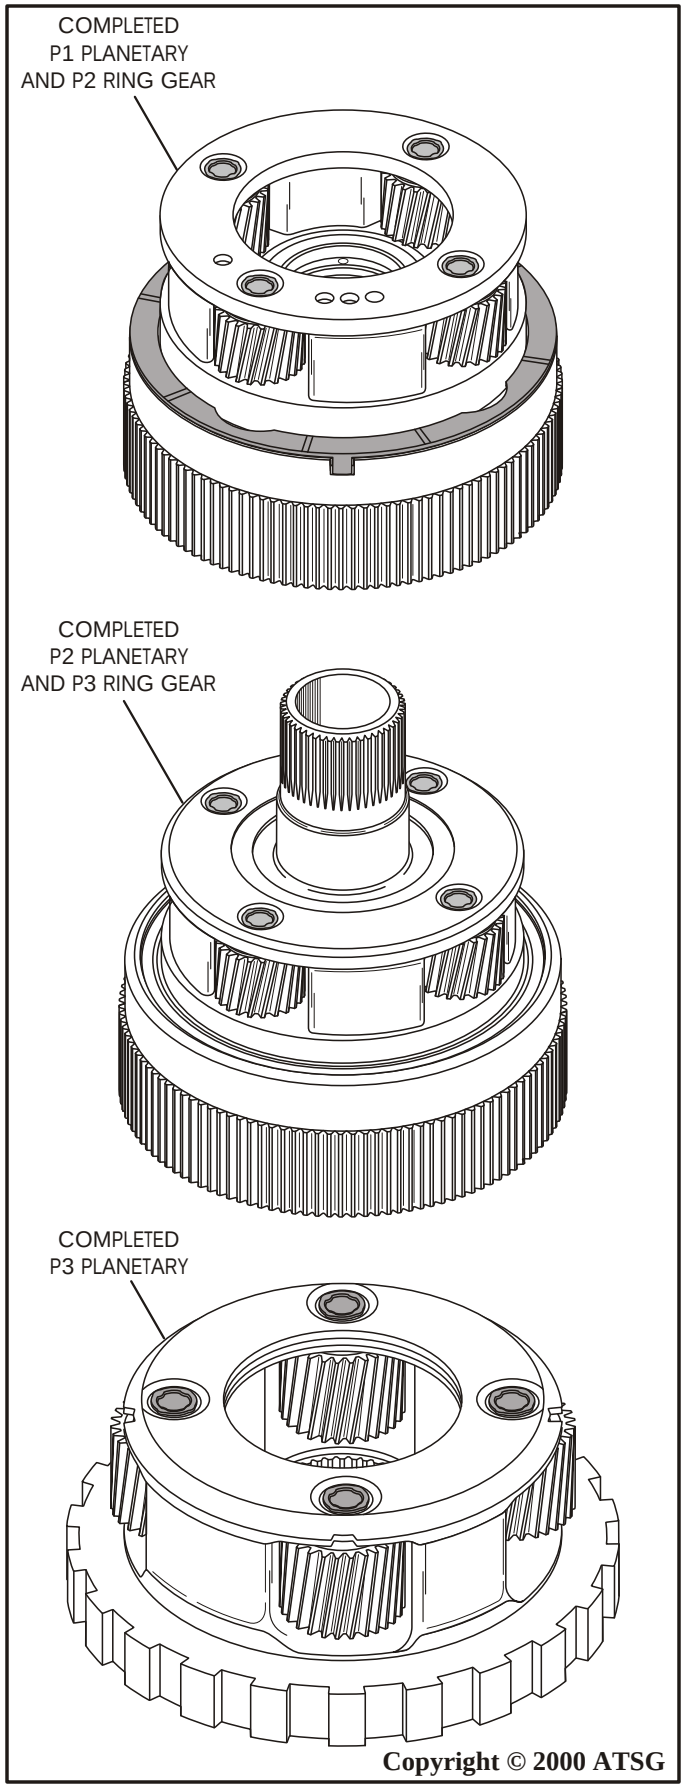

Figure 145
6. Set the completed P1 planetary assembly aside for final assembly (See Figure 145).
9. Set the completed P2 planetary assembly aside for final assembly (See Figure 145).
10. After P3 planetary carrier has been inspected and correct pinion end play has been verified, set it aside for final assembly (See Figure 145).